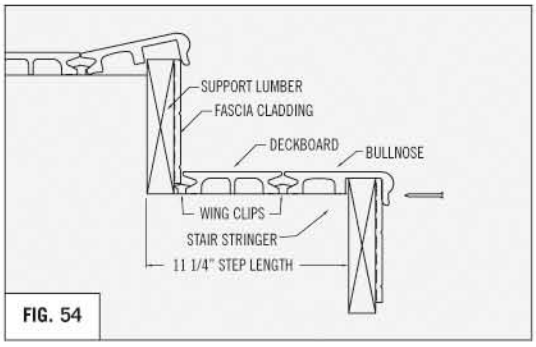

FIG. 54
- Cut bullnose to length and fit under last row of Wing-clips. Snap bullnose into place over support lumber and fascia cladding. **(REFER TO FIG. 54)**
- Pre-drill holes every 24" into the lower lip of the bullnose and through the fascia cladding. Slot all holes in the bullnose lip to allow for expansion and contraction. **(REFER TO FIG 54)**